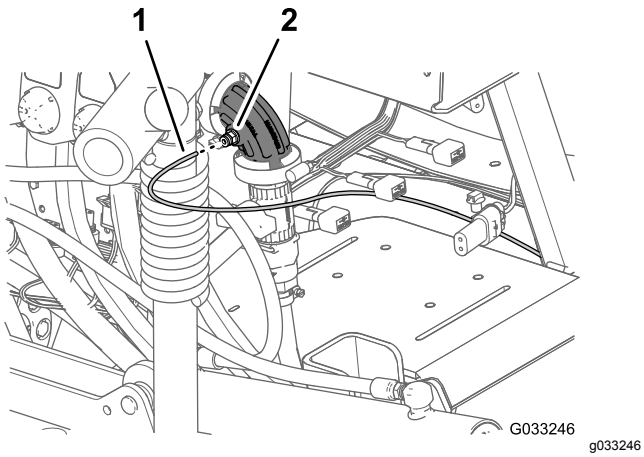
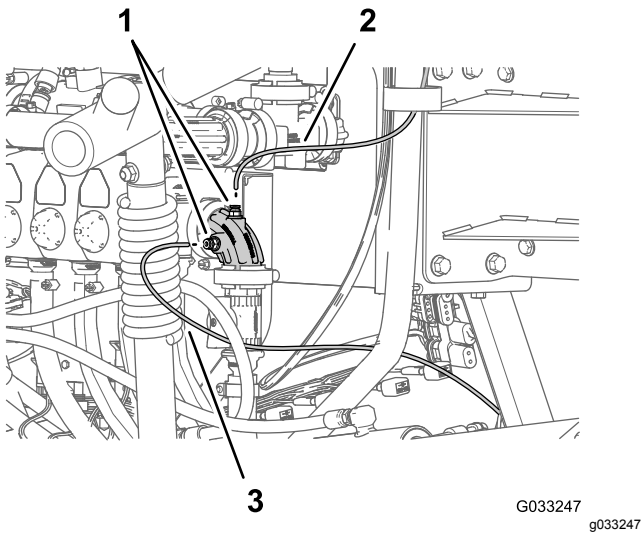

Figur 146
Figur 147
1. Innrett enden av det trykkfølsomme røret (plast) for trykkmåleren i dashbordet med klemhylsen for rørkoblingen (Figur 146 og Figur 147).
2. Skyv det trykkfølsomme røret inn i klemhylsen inntil røret er helt på plass (Figur 146 og Figur 147).